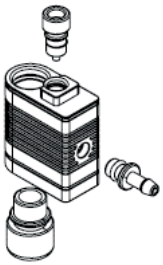

Рис. 7
➲ Разберите систему подачи молока (4) на отдельные части (Рис. 7).